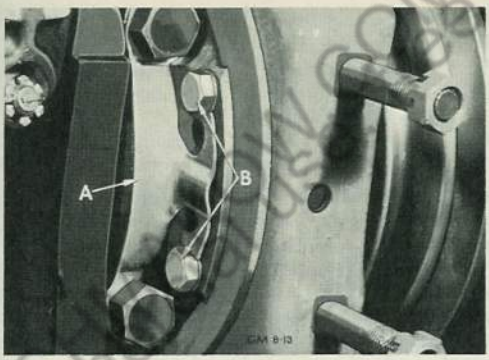

Fig. 53 Timing Gear Cover Bolts (B) and Lock (A) are Accessible After Oil Pan is Removed
3. Remove oil pan, after which the two timing gear cover inner bolts are accessible (see Fig. 53). Remove remainder of timing gear cover bolts.